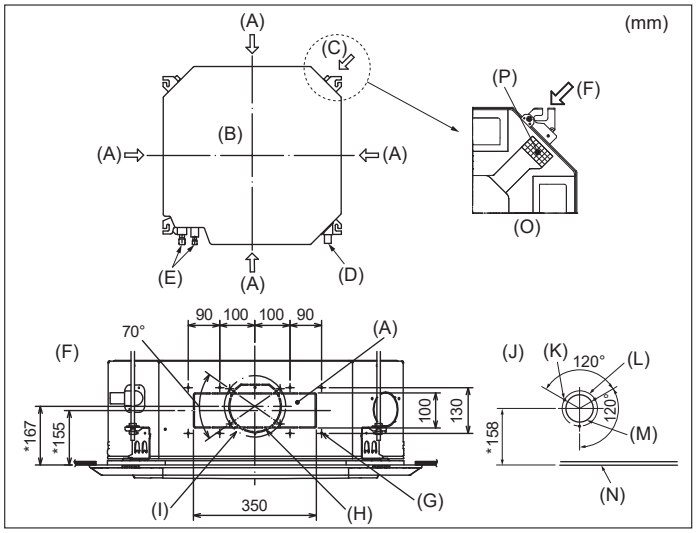

Fig. 3-4
3.4. Foro del condotto di diramazione e foro dell'ingresso dell'aria fresca (Fig. 3-4)
Al momento dell'installazione, usare i fori dei condotti (predisposti) situati nelle posizioni indicate nella Fig. 3-4, se e quando richiesto.